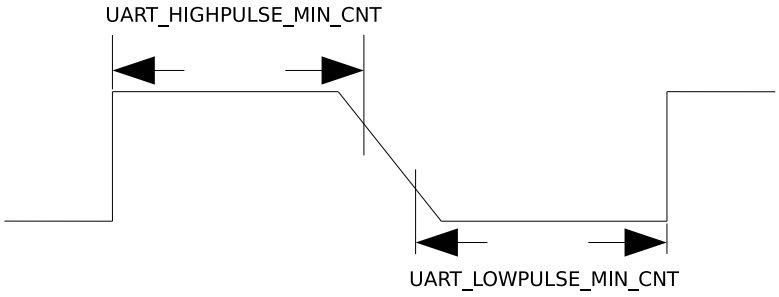

图 26.4-3. UART 信号下降沿较差时序图
2. 对于 UART 信号的下降沿信号比较差的情况，如图26.4-3所示，这时通过取 UART_LOWPULSE_MIN_CNT 与 UART_HIGHPULSE_MIN_CNT 的和平均得到的值不准确，可以通过 UART_POSEDGE_MIN_CNT 获取发送方波特率。计算公式如下：